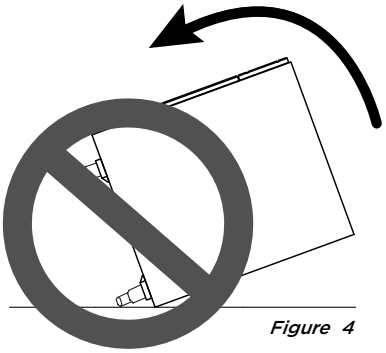
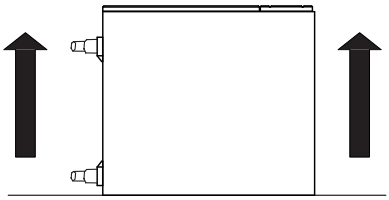

Figure 4
Figure 5
3. If your cabinet requires more than four legs, refer to Figure 4 to position the center legs with the flange facing the cabinet's center.
6. The legs are designed to hold the vertical weight of the cabinet. Do not tilt the base upward into position (Figure 4); doing so will apply undue pressure to the leg, which may result in breakage. Instead, lift the cabinet to clear the leg assemblies, rotate it 90 degrees upward, and set it down on all four legs. Do not scoot or shove the cabinet into place. Always lift and position (Figure 5) cabinetry into place.
2. Place the grill cabinet on its back and attach the legs using the instructions on page 6. Adjust the leg height to approximately 4 1/2 inches, this aids in the leveling process. Once the legs are installed, set the grill cabinet upright (Figure 5).